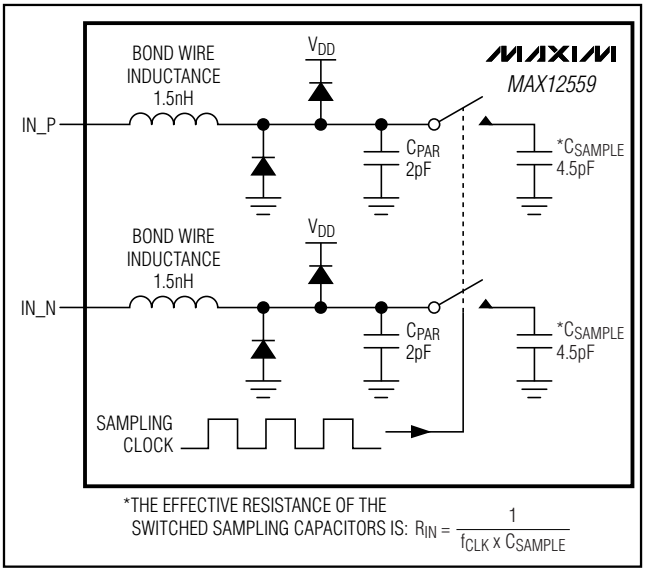
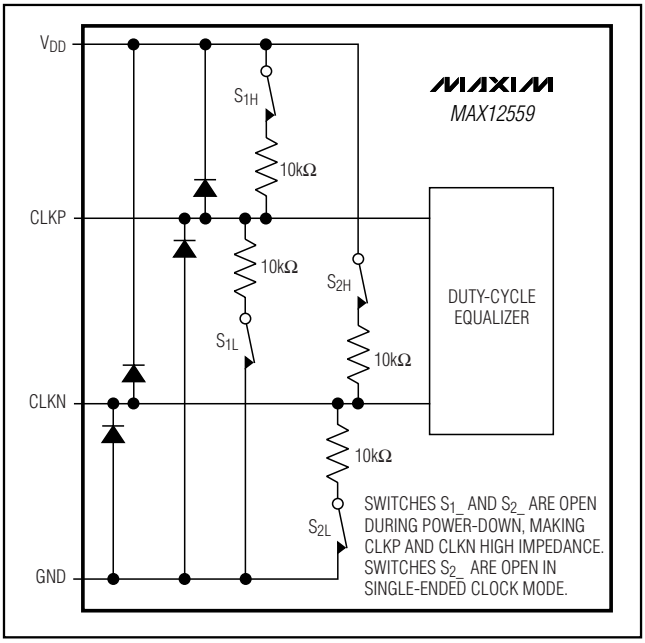

*Figure 3. Internal T/H Circuit*
*Figure 4. Simplified Clock Input Circuit*
Figure 3 displays a simplified functional diagram of the input T/H circuit. This input T/H circuit allows for high analog input frequencies (high IF) of 175MHz and beyond and supports a $V_{DD}$ / 2 common-mode input voltage.
The MAX12559 sampling clock controls the switched-capacitor input T/H architecture (Figure 3) allowing the analog input signals to be stored as charge on the sampling capacitors. These switches are closed (track mode) when the sampling clock is high and open (hold mode) when the sampling clock is low (Figure 4). The analog input signal source must be able to provide the dynamic currents necessary to charge and discharge the sampling capacitors. To avoid signal degradation, these capacitors must be charged to one-half LSB accuracy within one-half of a clock cycle. The analog input of the MAX12559 supports differential or single-ended input drive. For optimum performance with differential inputs, balance the input impedance of IN_P and IN_N and set the common-mode voltage to mid-supply ($V_{DD}$ / 2). The MAX12559 provides the optimum common-mode voltage of $V_{DD}$ / 2 through the COM output when operating in internal reference mode and buffered external reference mode. This COM output voltage can be used to bias the input network as shown in Figures 9, 10, and 11.
The MAX12559 accepts both differential and single-ended clock inputs with a wide 25% to 75% input clock duty cycle. For single-ended clock input operation, connect DIFFCLK/$\overline{SECLK}$ and CLKN to GND. Apply an external single-ended clock signal to CLKP. To reduce clock jitter, the external single-ended clock must have sharp falling edges. For differential clock input operation, connect DIFFCLK/$\overline{SECLK}$ to $OV_{DD}$. Apply an external differential clock signal to CLKP and CLKN. Consider the clock input as an analog input and route it away from any other analog inputs and digital signal lines. CLKP and CLKN enter high impedance when the MAX12559 is powered down (Figure 4).
1) INAP/B, INAN/B analog inputs are disconnected from the internal input amplifier (Figure 3).